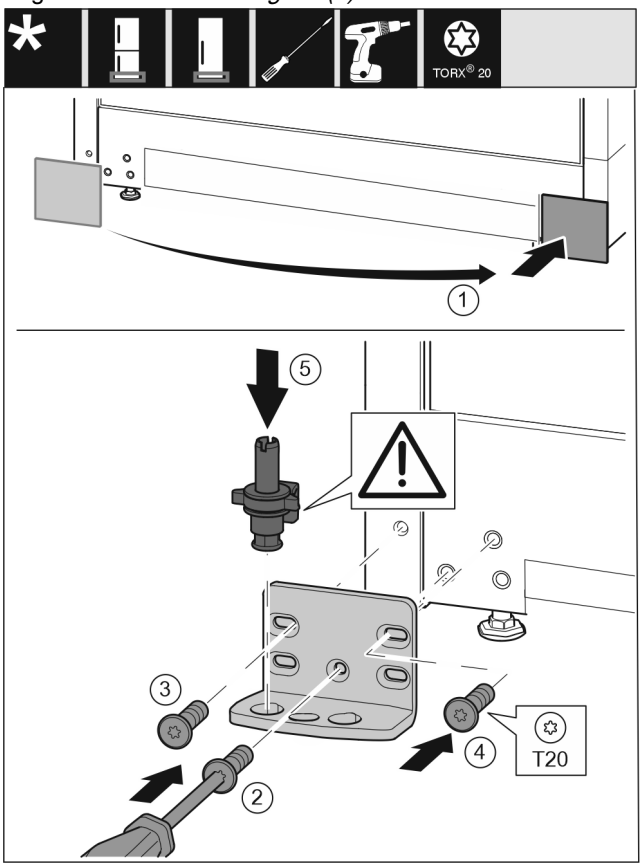

Fig. 16
- ▶ Abdeckung abnehmen und auf der anderen Seite anbringen. *Fig. 16 (1)*
- ▶ Lagerbock auf der anderen Seite ansetzen und mit Hilfe eines Schraubendrehers T20 anschrauben. Mit Schraube 2 unten in der Mitte beginnen. *Fig. 16 (2)*
- ▶ Schraube 3 und 4 festschrauben. *Fig. 16 (3,4)*
- ▶ Lagerbolzen komplett einsetzen. Dabei darauf achten, dass der Rastnocken nach hinten zeigt. *Fig. 16 (5)*